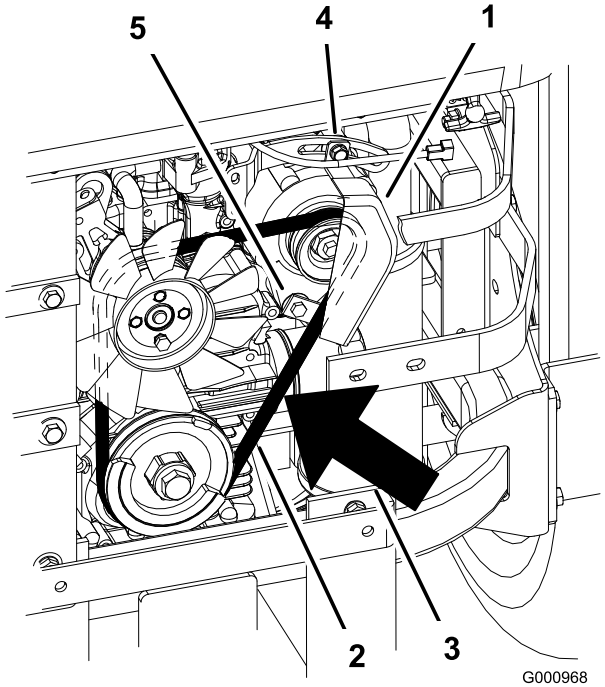

Rysunek 72
2. Przesuwaj alternator na zewnątrz, aż pasek między silnikiem a alternatorem będzie miał ugięcie od 7 do 9 mm przy nacisku 10 siłą kG (Rysunek 72).
5. Jeśli ugięcie jest prawidłowe, dokręć górną i dolną śrubę (Rysunek 72).